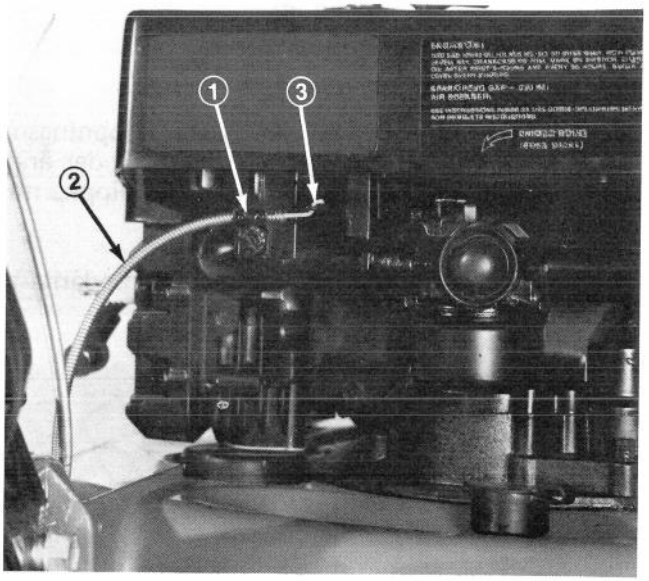

Bild 32
2. Lossna på skruven till kabelklämman tills gasreglagekabeln kan glida fritt (Bild 32).
3. För karburatorns kontrolarm till vänster tills den nuddar grundstödet (Bild 32). Sträck lätt på kabeln och drag åt klämskruven för att låsa justeringen.